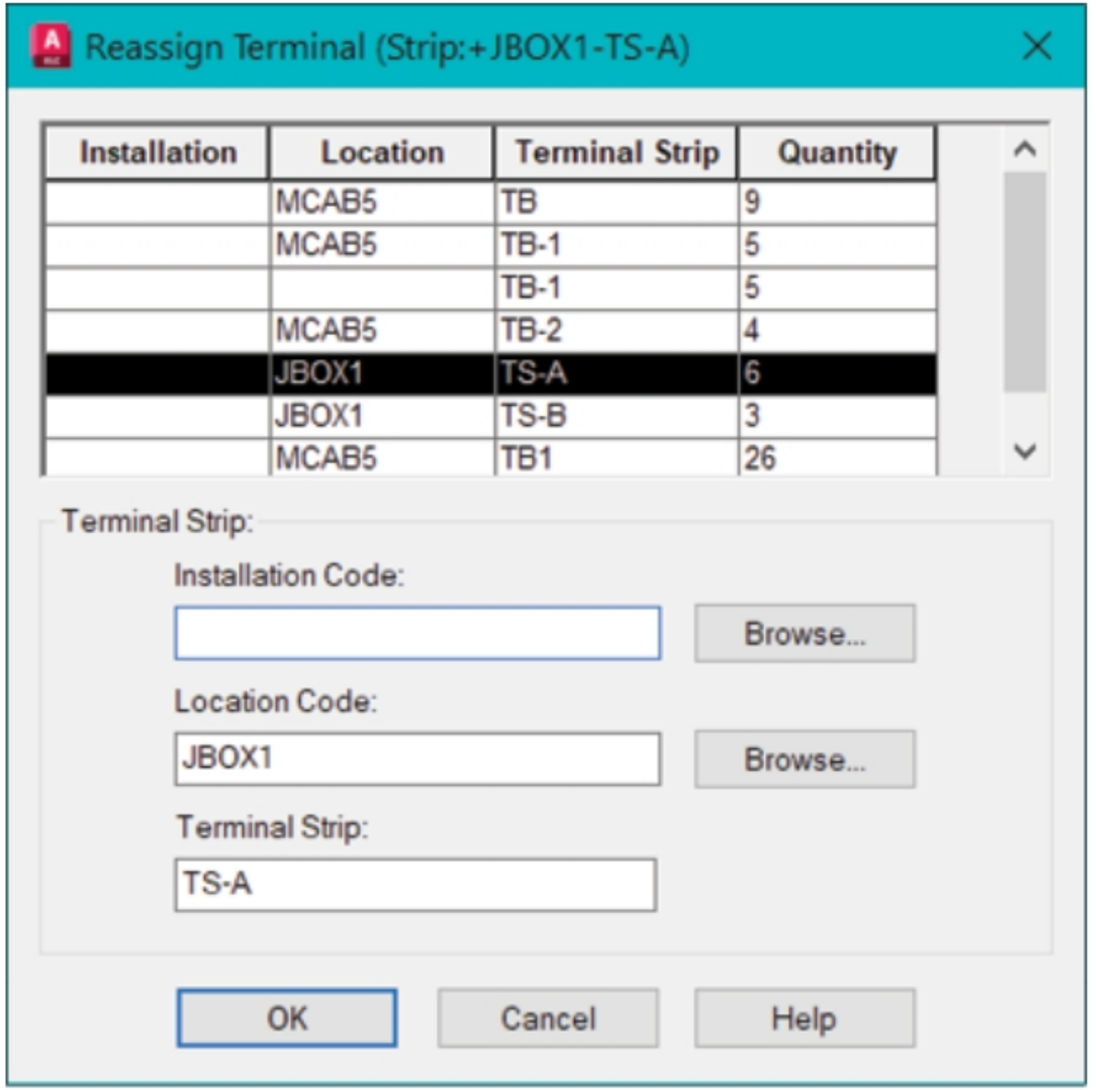

Figure-29. Reassign Terminal dialog box
- Select a terminal from the list and click on the **Reassign Terminal** button. The **Reassign Terminal** dialog box will be displayed; refer to Figure-29. Set desired Installation code, Location code, and Terminal strip for the selected terminal and click on the **OK** button from the dialog box.